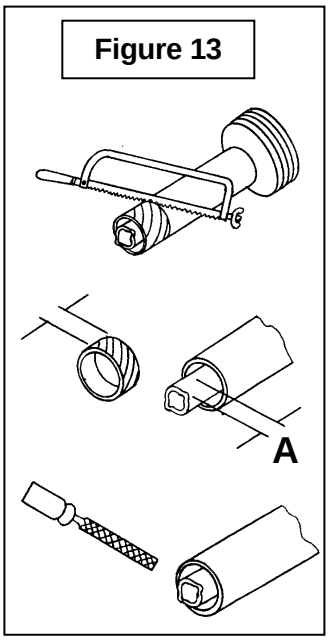

Figure 13
5. Cut the guard a second time leaving the same distance between the end of the guard and the end of the shaft as existed before. To obtain the proper distance "A" shown on **Figure 13**, cut the guard according to the following table: